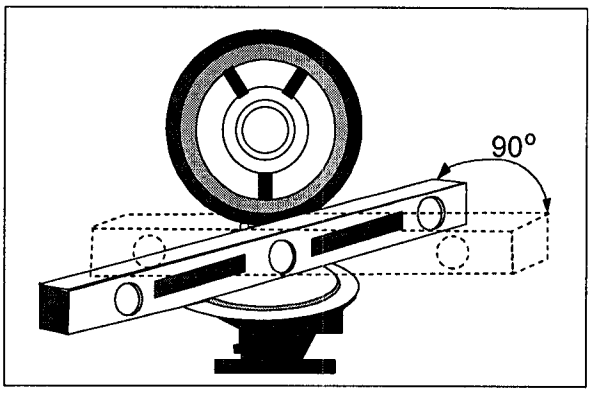

Figure 2-2
d. With lens open, place a level on the flange of the lantern base. **The bubble level on the lantern shall not be used.** See Figure 2-2.